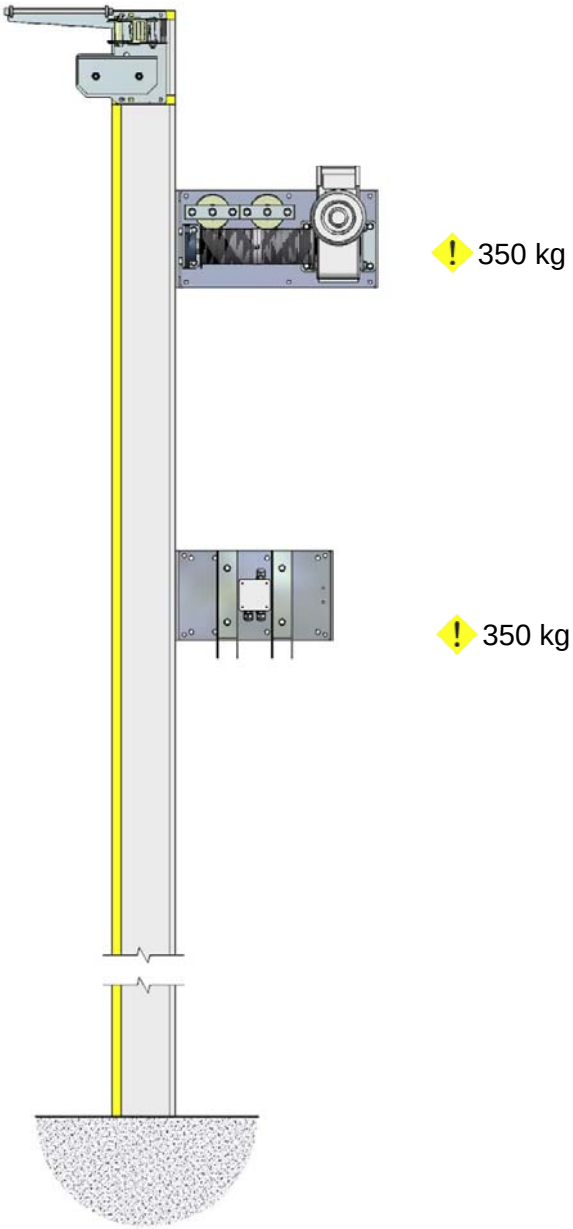

Abbildung 5
2.2 Schrauben Sie den Elektroantrieb (B1) und Gegengewichtplatte (C1) mit den im Lieferumfang enthaltenen M10 Schrauben auf die vorbereiteten Halterungen (Abbildung 5).